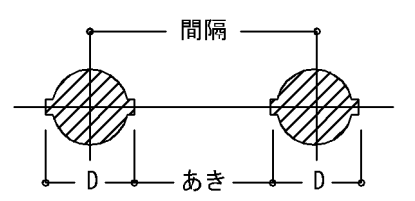

図4.1　鉄筋相互のあき及び間隔
(2) 柱、梁等の鉄筋の加工に用いるかぶり厚さは、最小かぶり厚さに10mmを加えた数値を標準とする。
(3) 鉄筋組立後のかぶり厚さは、最小かぶり厚さ以上とする。
(4) 鉄筋相互のあきは図4.1により、次の値のうち最大のもの以上とする。